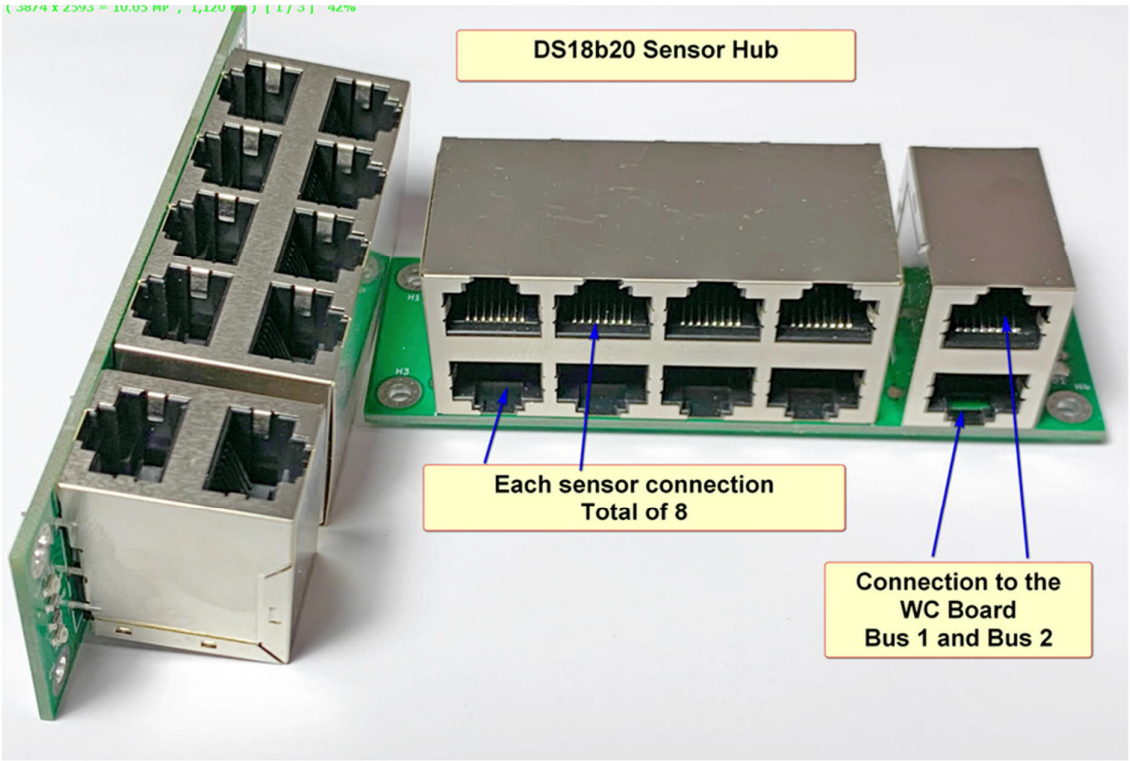

Figure 4.4
4.3.6.3. At the manifold end connect the Temperature sensor cables to the Sensor Hub See Figure 4.4